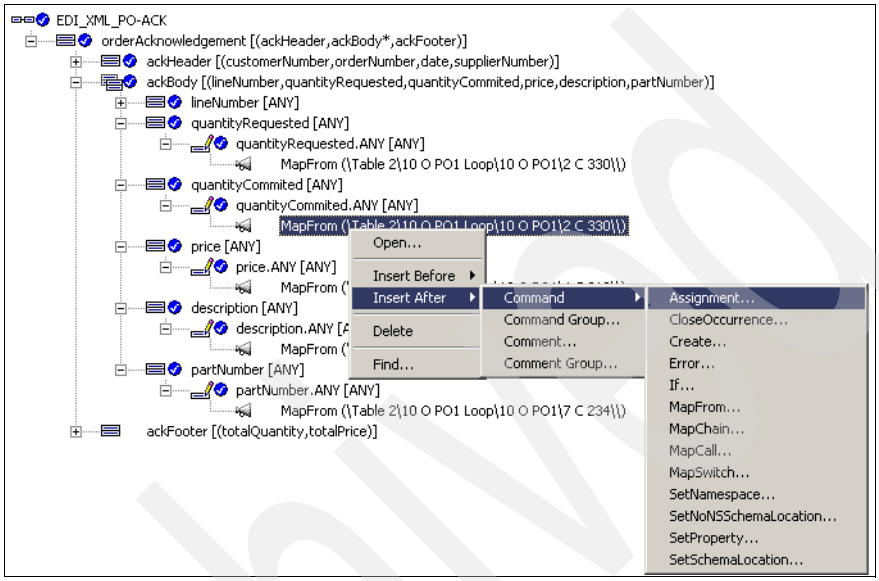

Figure 18-31 Assign a value
5. Select the **MapFrom()** command located in the quantityCommitted element in the Mapping Commands window (Figure 18-31).